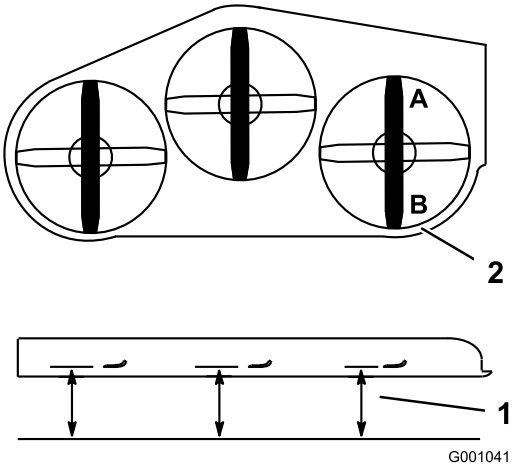

Rysunek 85
1. Ustaw prawe ostrze w osi podłużnej (Rysunek 85).
2. Dokonaj pomiaru prawego ostrza w położeniu **A** od poziomej powierzchni do krawędzi tnącej końcówki ostrza (Rysunek 85).
4. Dokonaj pomiaru prawego ostrza w położeniu **B** od poziomej powierzchni do krawędzi tnącej końcówki ostrza (Rysunek 85).
6. Ostrze kosiarki powinno znajdować się w położeniu **A** o 6 do 10 mm niżej niż w położeniu **B** (Rysunek 85). Jeśli tak nie jest, wykonaj poniższe kroki.